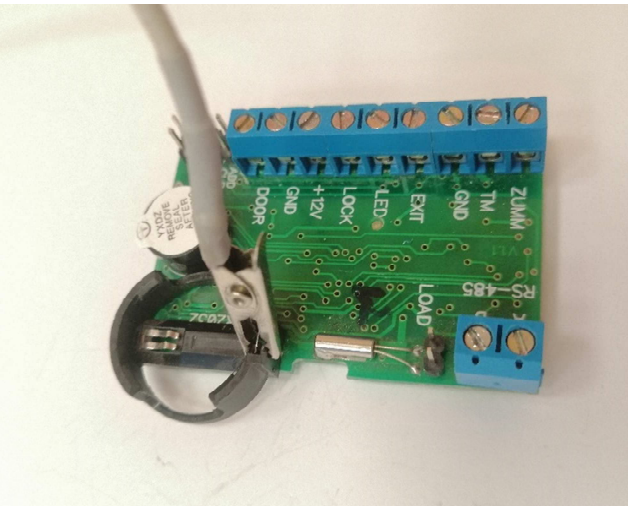

Рис.7 Подключение кабеля Z-5R NET к плате.
- Подключить зажим («крокодил») к держателю, как показано на рис.7.